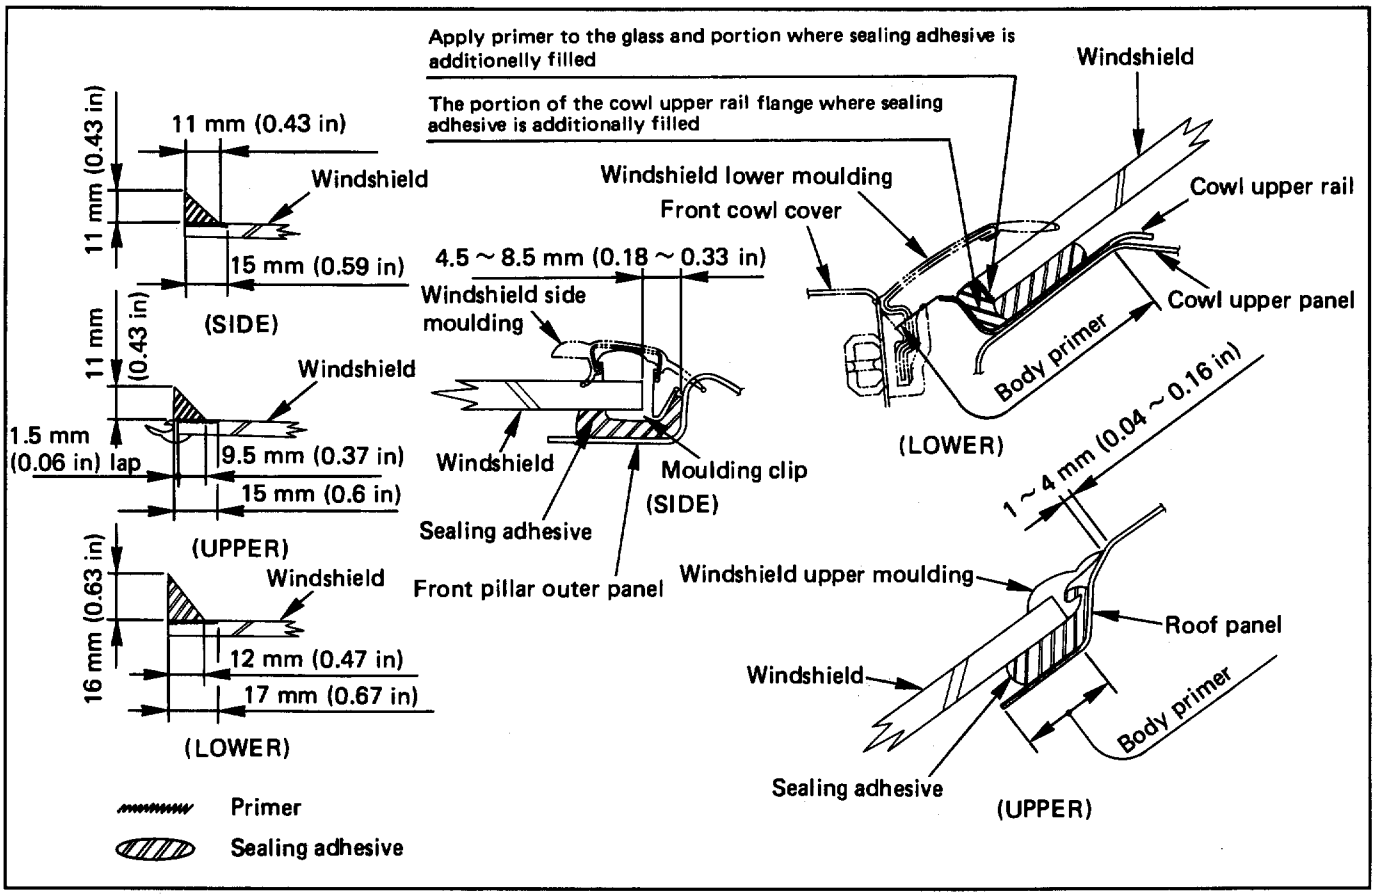

Fig. 10-261
- Be absolutely sure to apply glass primer to the windshield and body primer to body panel as shown in the figure (Fig. 10-261).
5. **Windshield (Fig. 10-261)**